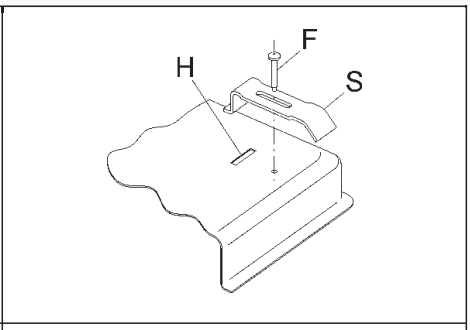

AFB. 10
- Zet het vast met de voorziene beugels “S”. Zorg ervoor dat u het uitstekende deel in de gleuf “H” steekt, die is uitgehaald op de bodem, en zet de schroeven “F” aan tot de beugel “S” zich vastzet op de top (zie afb. 10).